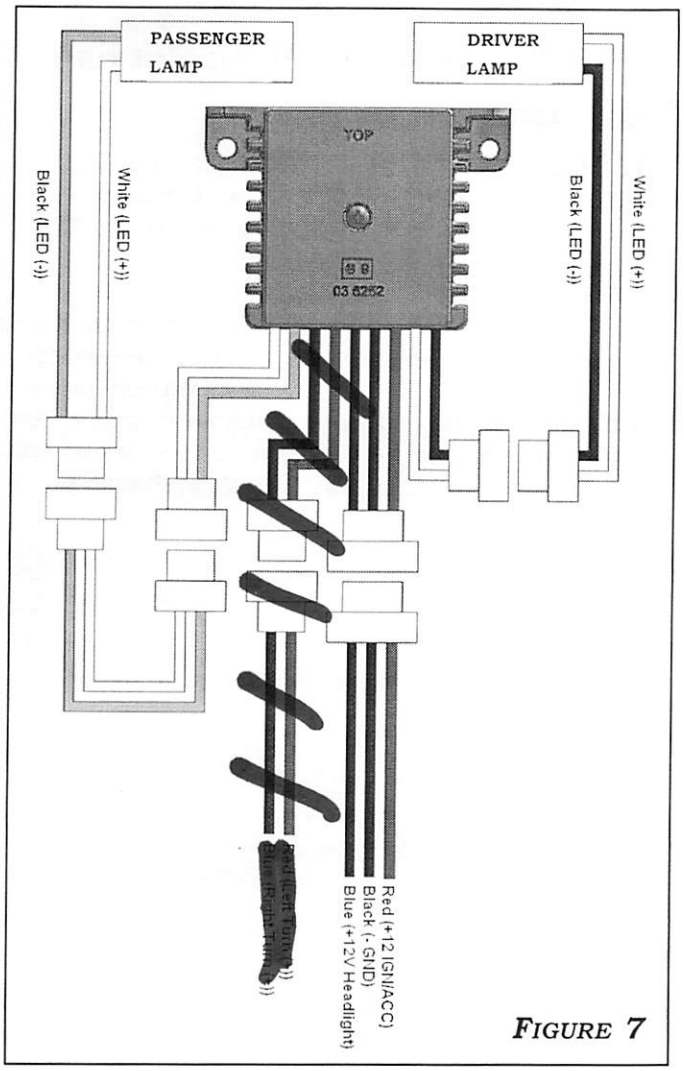

Figure 7
STEP 2: Electrical Installation (see Figure 7)
STEP 2: Electrical Installation (Continued) (see Figure 7)